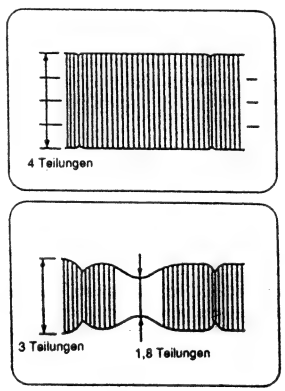

Abb. 3-12
6) Den Spannungspegelregler an dem Oszilloskop so einstellen, daß die maximale Amplitude des FM-Ausgangs 4 Teilungen beträgt (Abb. 3-12). Dabei darauf achten, daß der FM-Ausgang linear verläuft. Den SW1 auf der ATF-Vorrichtung einschalten und RT1 so einstellen, daß die maximale Amplitude des FM-Ausgangs 3 Teilungen beträgt. Sicherstellen, daß die minimale Amplitude 1,8 Teilungen oder mehr beträgt.